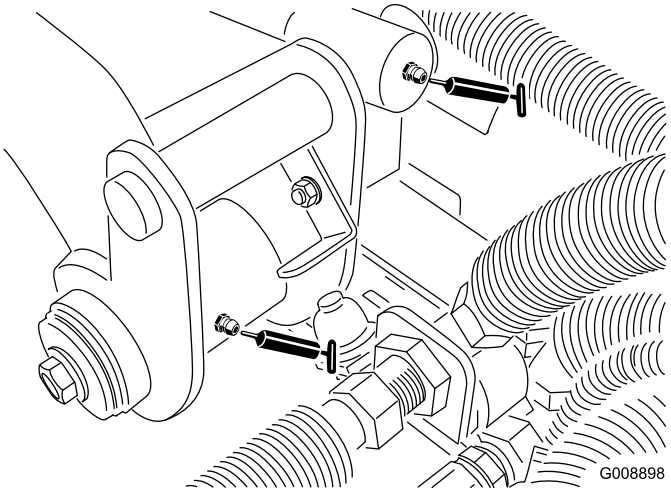

Figuur 54
- Draaipunt van achterste hefarm en hefcilinder (2) (Figuur 54)